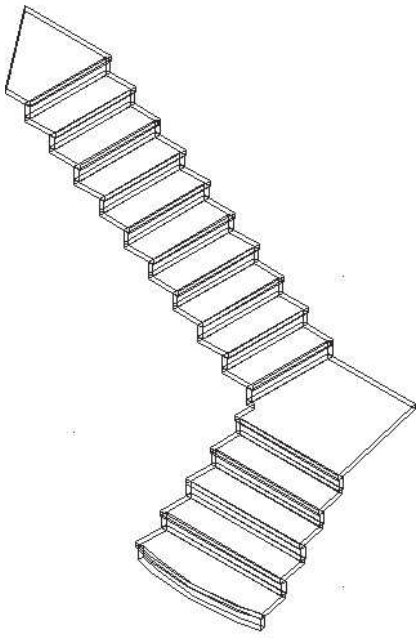

FIGURE 9.30 *Modified custom stair (Metric similar)*
10. Select the stair and choose **Isolate Objects** from the General panel of the Stair contextual tab. Choose **SW Isometric** from the View Cube. Choose **2D Wireframe** from the Visual Styles flyout menu of the Visual Styles panel in the View tab. The modified custom stair is shown in Figure 9.30.